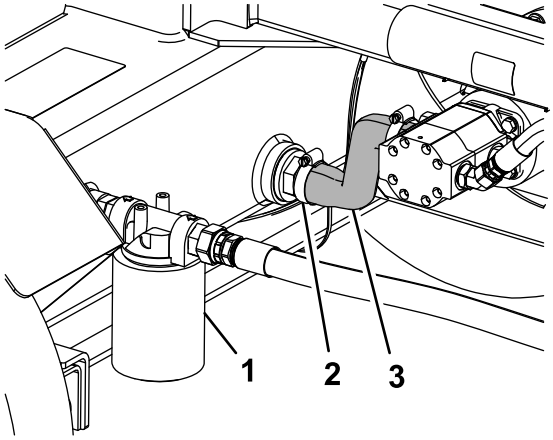

Figure 36
2. Placez un bac de vidange sous le flexible d'aspiration relié au réservoir (Figure 36).